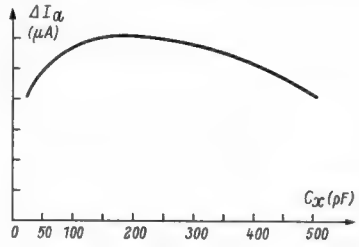

Bild 6. Anodenstromänderung in Abhängigkeit von C_x bei konstantem Verlustwinkel von C_x ohne Kompensation durch R_{15}
d. h., mit größer werdendem C_x nimmt die Empfindlichkeit der tgδ-Anzeige wieder ab, und die Anodenstromänderung ΔI_a wird mit größerem C_x bei konstantem tgδ kleiner; die Kurve verläuft gemäß *Bild 6*. Mit dem Potentiometer R_{15} wird dieser Verlauf ausgeglichen, so daß die Anzeigeempfindlichkeit über den ganzen Bereich konstant bleibt. Den Wert von C_8 wählt man als geometrisches Mittel aus dem größten und kleinsten zu messenden C_x-Wert.